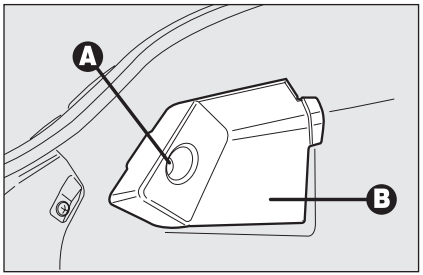

fig. 37 A0E0170m
- ❒ afloje el tornillo **A-fig. 37** y quite la tapa de protección **B**;
- ❒ vuelva a montar la tapa de protección **B-fig. 37** y apriete el tornillo **A**.